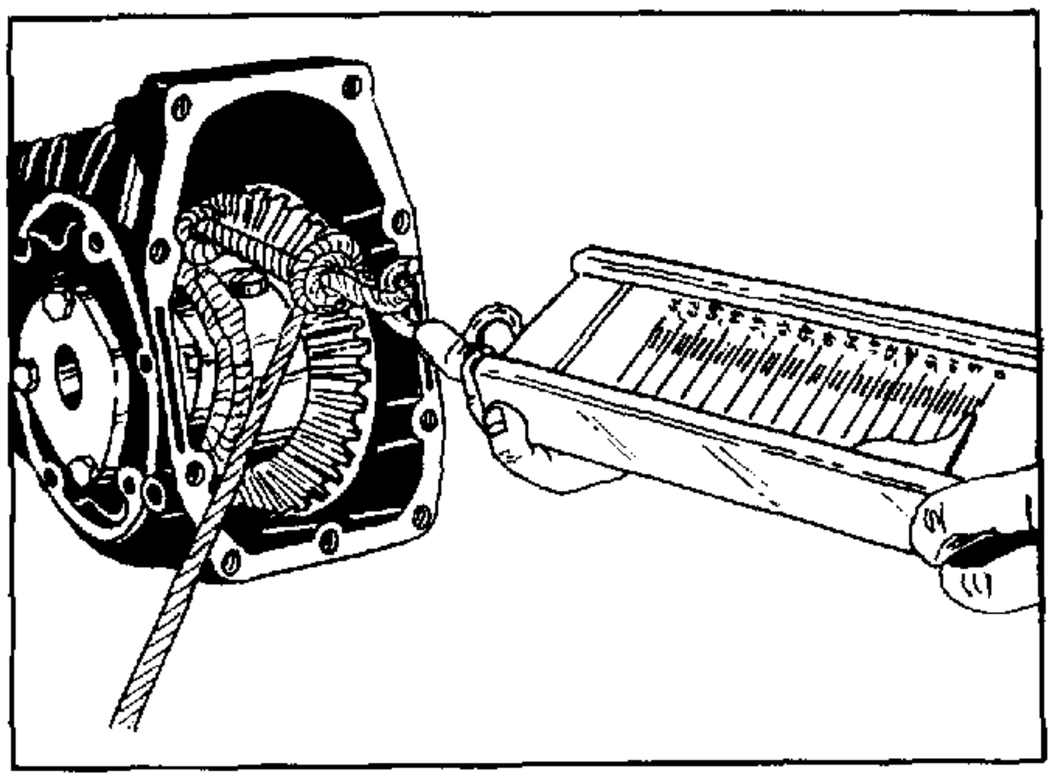

FIGURE 4.
a. Tapered bearing preload, 2 to 12 lbs. on pull scale. (Figure 4)
2.204 Unbolt bearing retainer and lift off, remove retaining ring and shim pack. Clean shims, tape and save for reassembly, to assure an unchanged pinion-ring gear contact. If tooth contact is either high or low, see test 1.227c; a correction can be made by changing the shims. See figure 4.